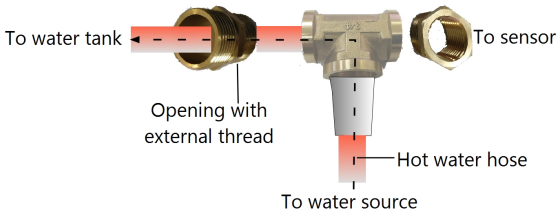

Figure 3: T-joint fitting connection
2. Connect the T-joint fitting to the water tank (See *Figure 3*):